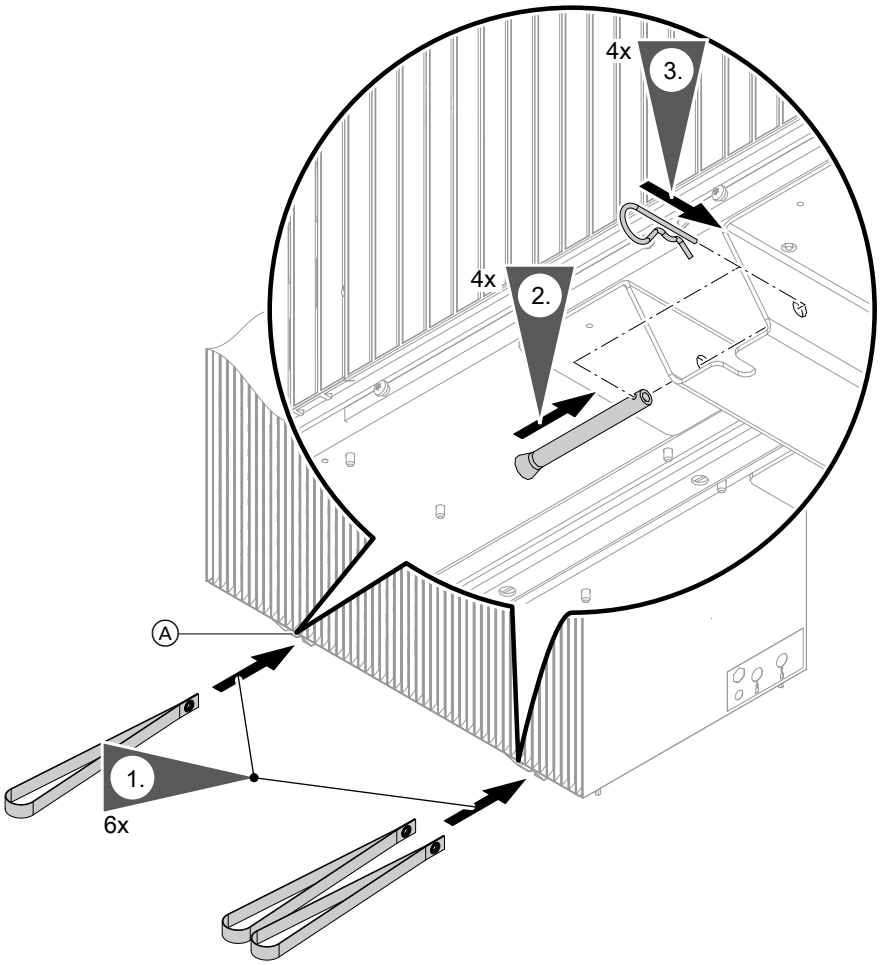

Abb. 8
- Außeneinheiten mit 2 Ventilatoren: Aufgrund der ungleichen Gewichtsverteilung vorn und hinten jeweils 1 Tragehilfe an der linken Montageschiene und jeweils 2 Tragehilfen an der rechten Montageschiene: Siehe Abb. 8.